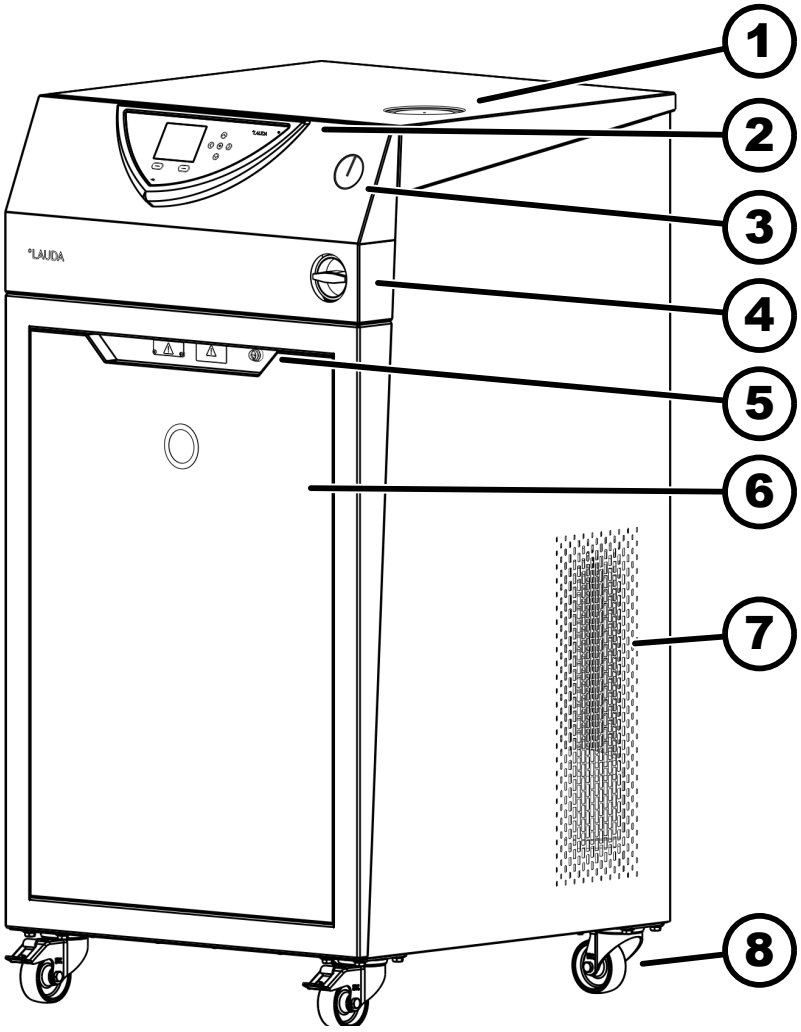

Abb. 5: Frontseite VC 10000 W
7. Bild 5: Kippen Sie das Gerät vorsichtig minimal auf die Seite ⑧. Entfernen Sie den Schaumstoff ⑨ auf dem das Gerät vorher stand. Auf der anderen Seite verfahren Sie ebenso.
8. Bild 5: Der Holzdeckel wird jetzt zur Rampe. Die schräge Seite der Rampe muss vom Gerät weg und zum Boden zeigen. Die Führungsleisten sind sichtbar. Setzen Sie die Rampe ⑩ auf die Aussparung an der Palette. Öffnen Sie die Rollenbremsen am Gerät.